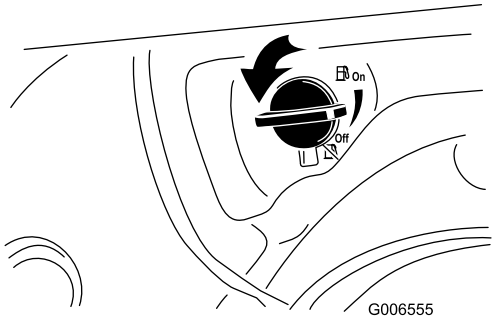

Figur 20
2. Öppna bränslekranen genom att vrida den 1/4 varv motsols (Figur 20).